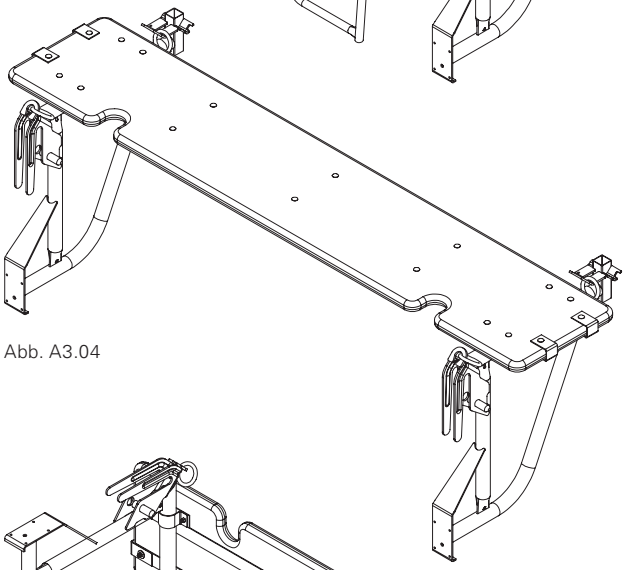

Abb. A3.04
2. Bühne mit zwei Personen umsetzen und auf ebenen Boden abstellen. (Abb. A3.04)